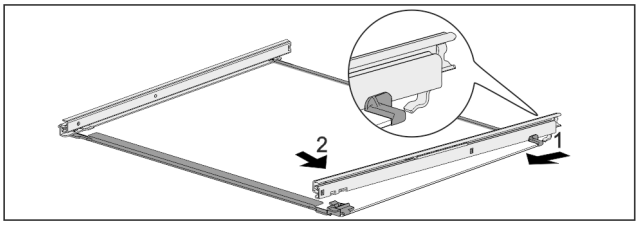

Fig. 201 Glass shelf with rails
▶ Hook in rail at the back. *Fig. 201 (1)*
▶ Hook in rail at the front. *Fig. 201 (2)*